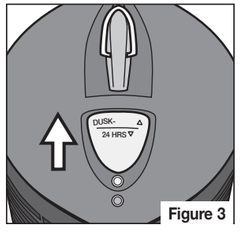

Figure 3
b. Para seleccionar la Operación Nocturna energy$mart℠, deslice hacia arriba el botón gris, dejando descubierto el sensor de anochecer **(Figure 3)**.